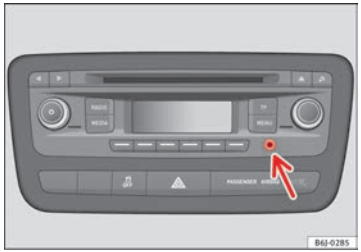

Fig. 88 AUX connection in the centre console (depending on the equipment)
– Insert the plug as far as possible (see radio manual) ⇒ Fig. 88. ■